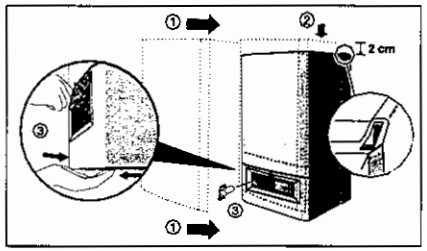

afb. 36 Mantel aanbrengen
- Breng de mantel aan en draai de borgschroef met een radiatorsleutel in positie "dicht" (afb. 36).
- Plak het tweede typeplaatje aan de voorkant of aan de zijkant van de mantel (afb. 36).